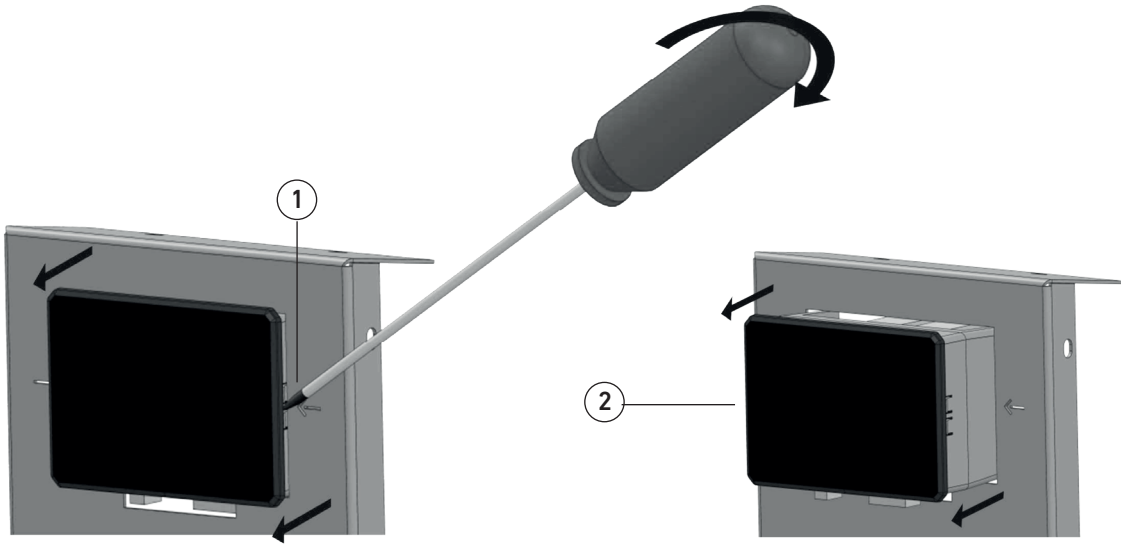

fig. 22
- Ruotare leggermente il cacciavite verso la lamiera e premere delicatamente in direzione della freccia per sganciare i denti di fissaggio della centralina (fig. 22 part. 1) ed estrarla dalla sua sede (fig. 22 part. 2);
- Estrarre la centralina e rimuovere gli spinotti di collegamento (fig. 22 part. 2).